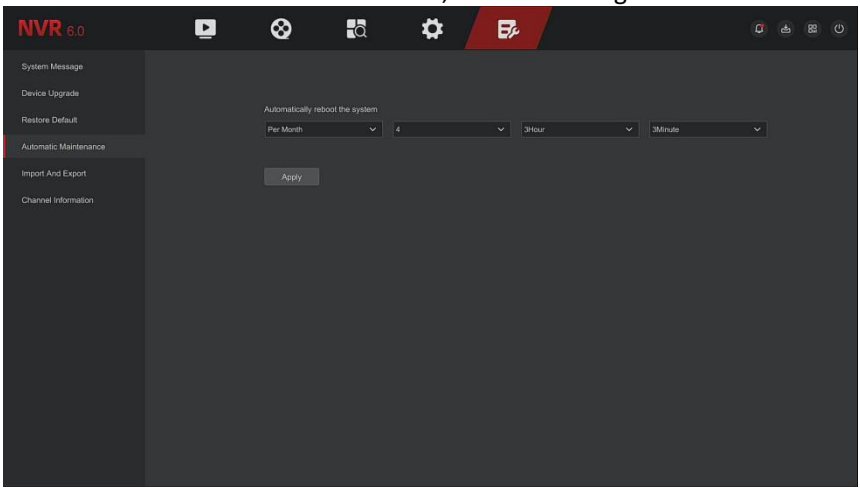

Figure 5-125
Step 1: In the main menu, choose "Maintain → Automatic Maintenance" to enter automatic maintenance interface, as shown in Figure 5-125 below.